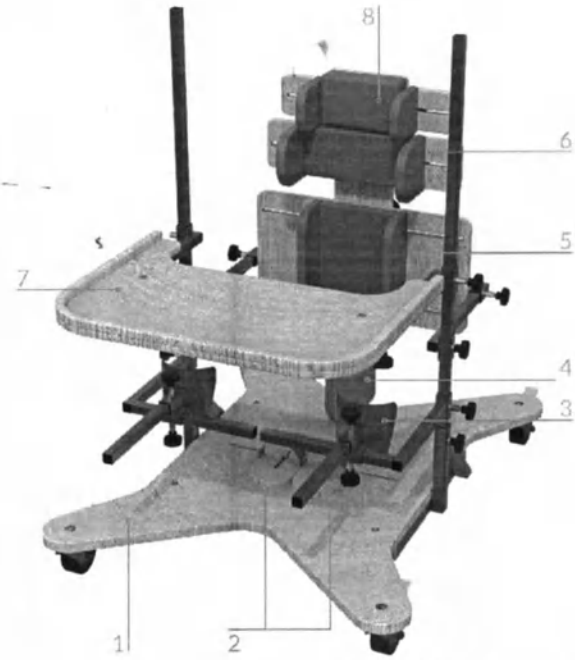

Рис. 2 – Общий вид опоры
Опора (см. рис. 2) состоит из узла основания (1), на котором размещены фиксаторы стоп (2), узла коленных упоров (3), узла спинки (5), на котором закреплён абдуктор (4), плечевого узла (6) и столика (7).